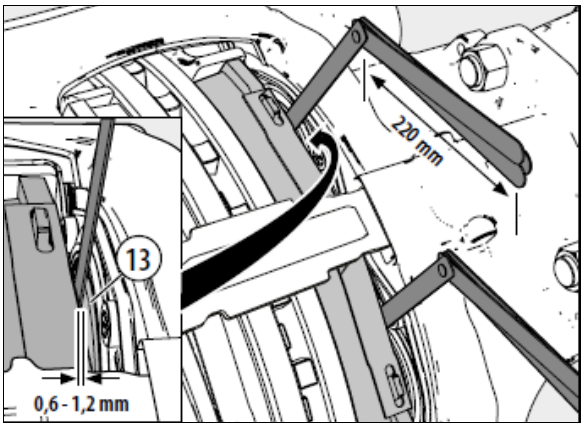

FIGURE 39: CHECK GAP BETWEEN TAPPETS AND INBOARD PAD
9. Set the starting gap by turning the adjuster (23) with the shear adapter (61) backwards and then forwards (note that when turning backwards a noticeable clicking can be heard and felt), until a value of 0.051 in (1.3 mm) air gap has been achieved (measure between the brake pad and tappets (13).
11. Check the gap between each of the tappets (13) and inboard pad backplate (12). This must be measured over the whole tappet surface of both tappets using two feeler gages simultaneously (feeler gages must be at least 8 ½ in / 220 mm long) (see Figure 39).